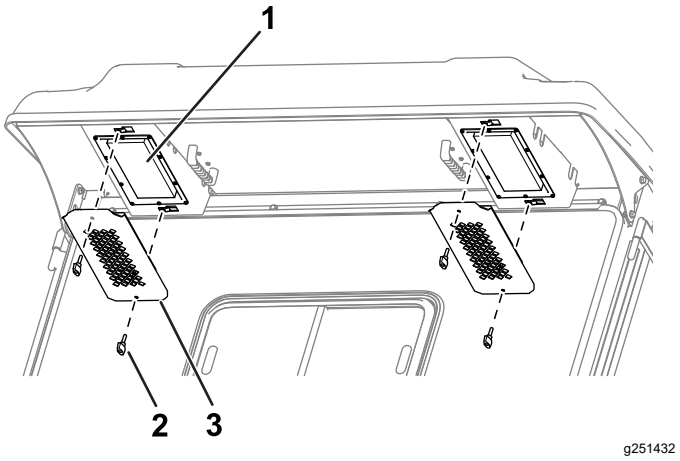

**Figuur 83**
1. Verwijder de knoppen en roosters van de overhang aan de achterzijde van de cabine (Figuur 83).
4. Gebruik de knoppen en roosters om de filters in de cabine te monteren (Figuur 83).